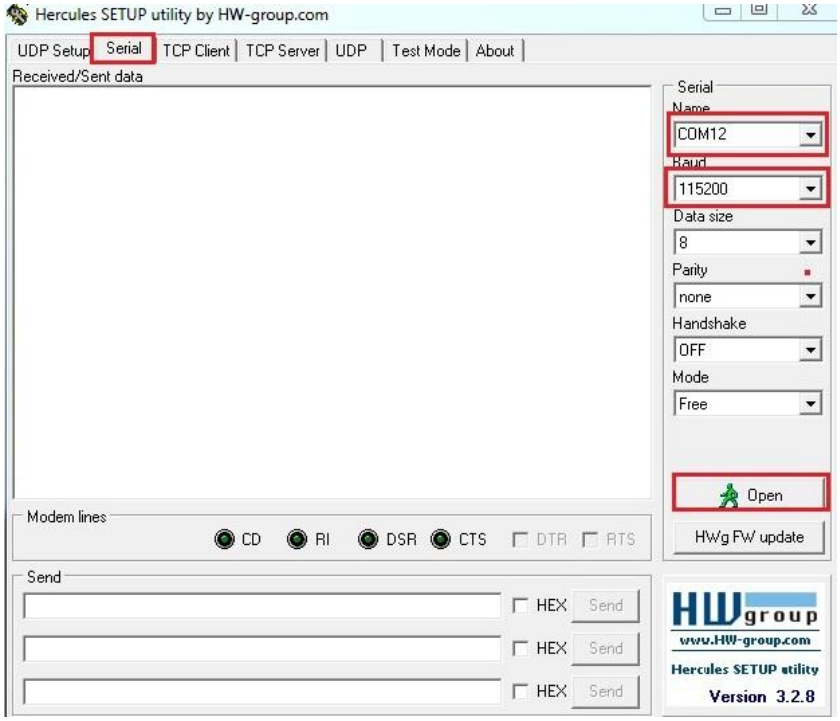

Рис. 10 Настройка COM-порта в программе Hercules
- После того, как мы подключили модуль, запускаем программу Hercules и открываем вкладку **Serial**, как показано на рис. 10